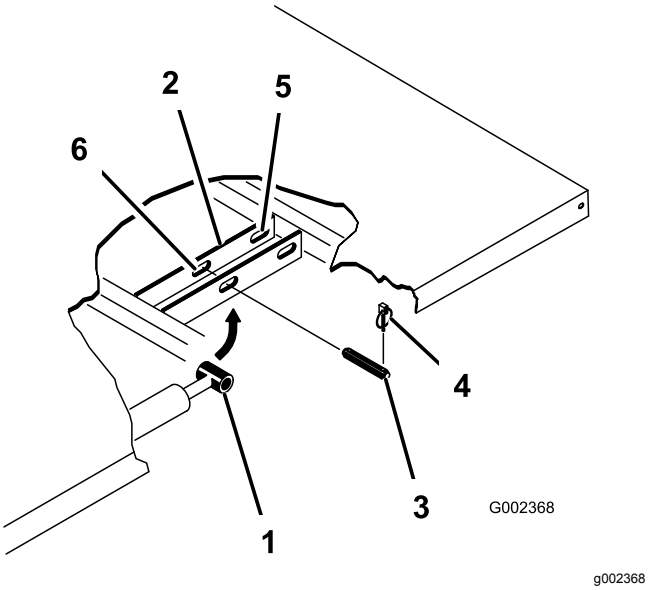

Figur 3
4. Tag ringstifterne af de yderste ender af cylinderstangens gaffelbolte (Figur 3).
5. Afmonter de gaffelbolte, der fastgør cylinder-stangens ender til ladmonteringspladerne, ved at skubbe boltene indad (Figur 3).